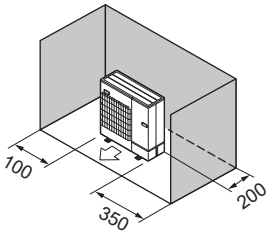

Fig. 2-9
(3) Solo ostacoli posteriori e laterali (Fig. 2-9)